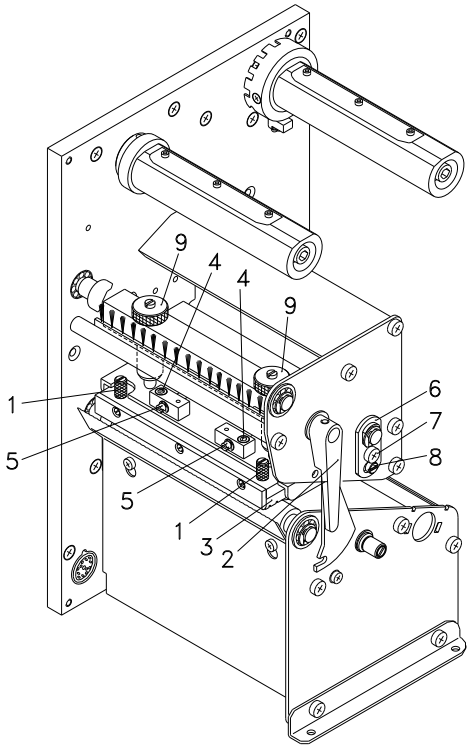

Figura 16
1. Afloje los tornillos (4, Figura 16) girándolos aproximadamente ¼ de vuelta con ayuda de una llave allen.
2. Ajuste el paralelismo con los tornillos (5, Figura 16).
4. Coloque de nuevo los tornillos (4, Figura 16).
1. Afloje los tornillos (7, Figura 16) girándolos aprox. ¼ de vuelta.
2. Gire la clavija excéntrica (8, Figura 16) para ajustar una impresión igualada. Continúe ajustando el cabezal de impresión hasta que la impresión en el text salga igualada.
3. Coloque de nuevo los tornillos (7, Figura 16).
1. Gire el tornillo de presión (9, Figura 16) para modificar la presión del cabezal de impresión.
2. Gire el tornillo de presión (9, Figura 16) en el sentido de las agujas del reloj hasta que llegue al tope, se consigue un incremento de presión de 10N respecto al ajuste inicial de fábrica.
3. Gire el tornillo de presión (9, Figura 16) hacia el tope derecho, girándolo en dirección contraria a las agujas del reloj, se obtendrá el valor de regulación de fábrica.